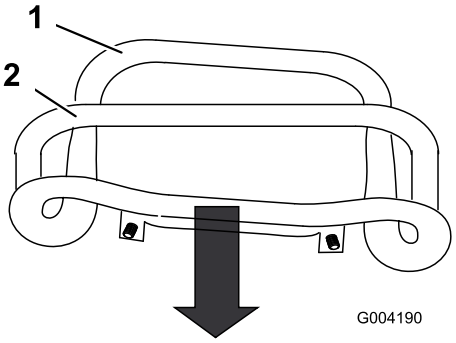

**Figur 53**
3. Dra drivreglaget rakt bakåt så att reglagets främre del nuddar vid referensstaven (Figur 53).